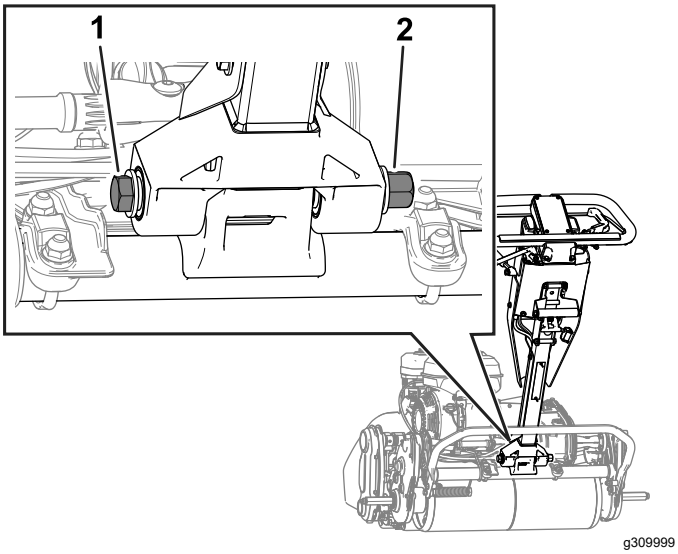

Figur 37
2. Lossa på skruven och muttern enligt Figur 37.